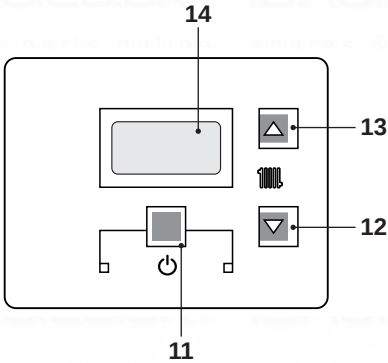
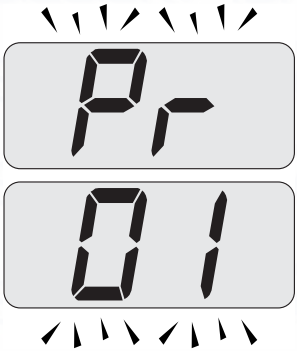
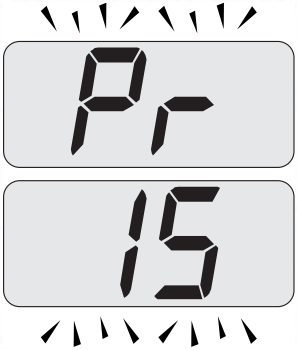

Fig. 7.16
Fig. 7.17
Fig. 7.18
- Enter in "programming mode" by pressing keys 11 - 12 - 13 (Fig. 7.16) for 10 seconds at the same time until the letters **Pr** that alternate with code 01 are displayed on the LCD display, indicating that "parameter **01**, has been activated (Fig. 7.17).
- Scroll the various parameters using keys 12 or 13 until the letters **Pr** that alternate with code **15** are displayed on the LCD display, indicating that "parameter 15"(Fig. 7.18) has been activated.
- Press keys 11 and 13 (Fig. 7.16) at the same time until the value of parameter 15 (Fig. 7.19) is displayed on the LCD display.
- By pressing key 11 (Fig. 7.16) confirmation of the inserted value is obtained.
- Press keys 11 and 12 (Fig. 7.16) at the same time to exit without changing the value (return to the parameters list Fig. 7.18)
- Press keys 11 - 12 - 13 (Fig. 7.16) at the same time for 10 seconds to exit the "programming mode.
However, if the ambient temperature is not comfortable, the flow temperature of the heating plant can be increased or reduced by ± 15°C by acting on keys 12 (reduce) and 13 (increase) (Fig. 7.16).